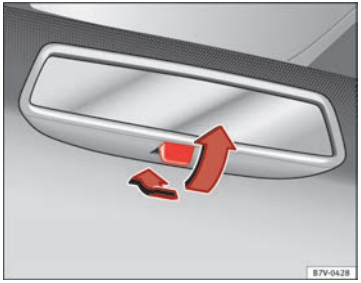

Fig. 64 Manual anti-dazzle function for rear vision mirror
- Pull the lever to the back to select the anti-dazzle function ⇒ Fig. 64. ■